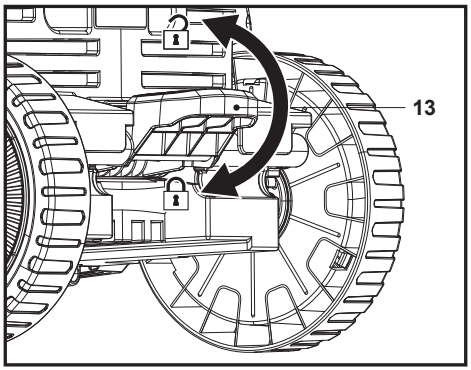

Fig. 18
Apasă butonul de blocare (13) pentru a bloca cele două roți din spate (8) și ridică-l pentru a le debloca (fig. 18).